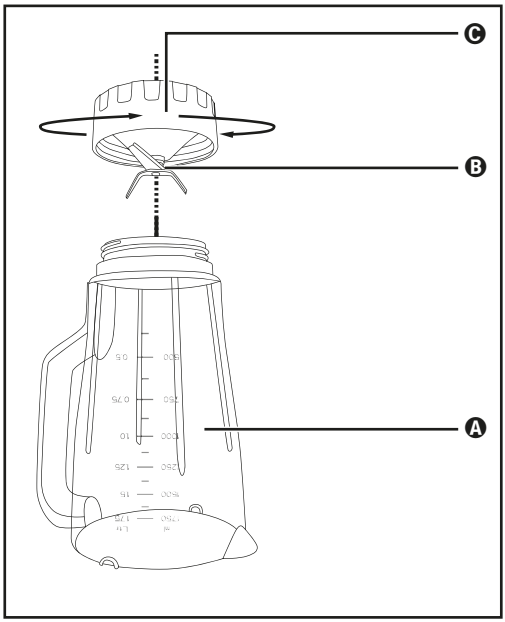

Abb. 3
2) Stellen Sie das Gerät auf den Kopf und drehen Sie das untere Plastikteil Ⓒ des Mixaufsatzes ❸ gegen den Uhrzeigersinn, so dass es sich vom oberen Plastikteil Ⓐ des Mixaufsatzes ❸ lösen lässt (siehe Abb. 3).